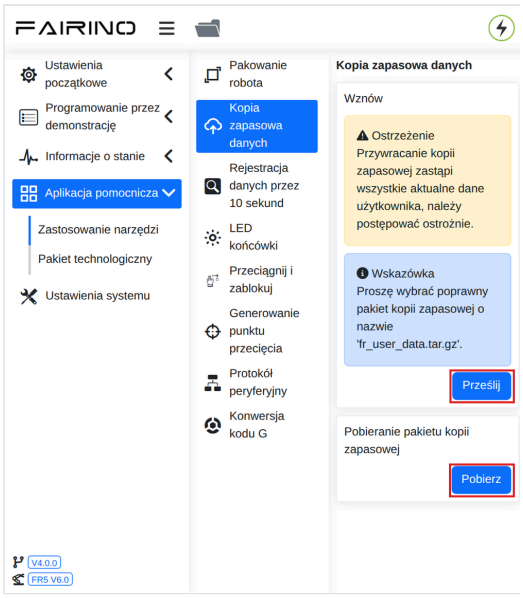

Rys. 2. Kopia zapasowa danych. Ramki: Pobierz (zapis kopii) i Prześlij (przywracanie kopii). Zrzut z panelu 4.0.
2. W części **Pobieranie pakietu kopii zapasowej** *(Backup Package Download)* kliknij **Pobierz** *(Download)* (Rys. 2). Przeglądarka zapisze plik kopii **fr_user_data.tar.gz**.
4. W części **Wznów** *(Resume)* kliknij **Prześlij** *(Upload)* (Rys. 2) i wskaż plik **fr_user_data.tar.gz** z folderu właściwej kopii. Jeśli przeglądarka dopisała do nazwy numer, np. „fr_user_data (1).tar.gz”, przywróć nazwę fr_user_data.tar.gz i uważaj na ukrytą końcówkę .gz (rozdział 3, krok 6). W panelu po angielsku podpowiedź podaje nazwę „fr_user_data_tar.gz”: nie zmieniaj nazwy pliku na tę postać.